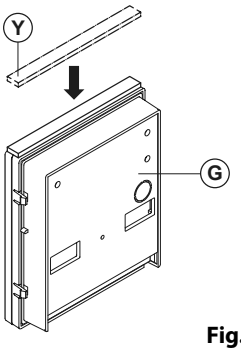

Fig. 65
4. After the 4th beep remove the short, as shown in **Fig.65**.
3. Apply the Ⓨ neoprene seal on top of each module Ⓖ as shown in **Fig.65**;